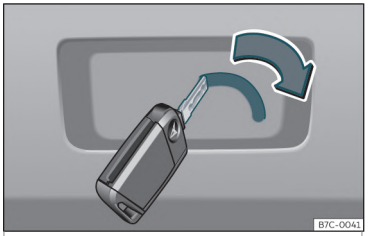

Fig. 87 Detaliu al portbagajului: descuierea de urgență
- Introduceți lama cheii în fantă și rotiți cheia în direcția indicată de săgeată până când încuietoarea se descuie ››› **fig. 87**.